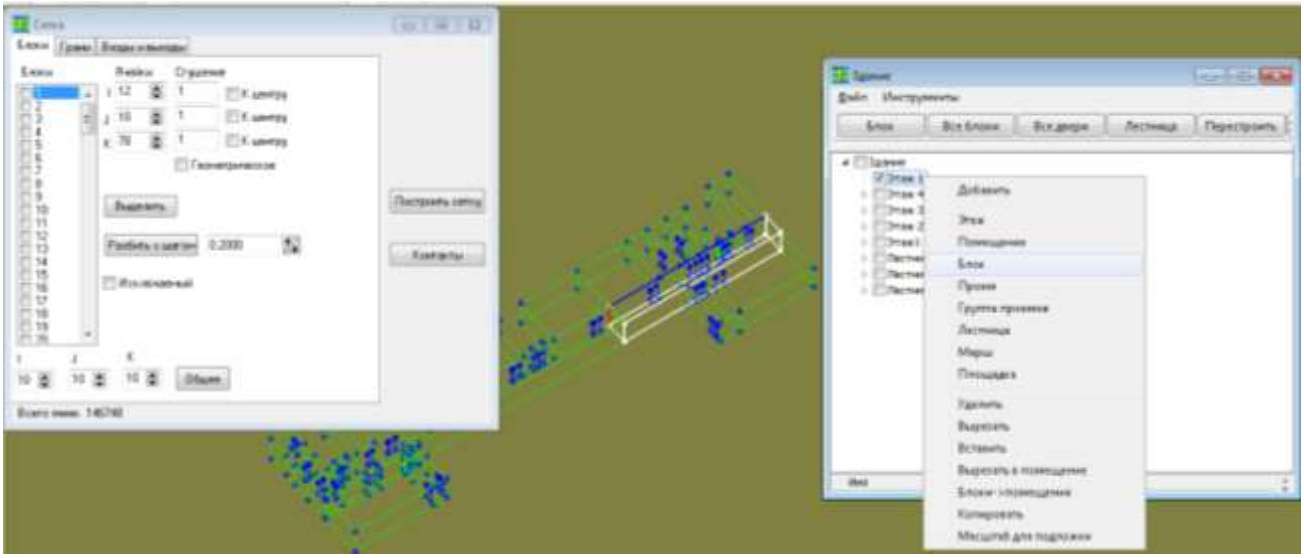
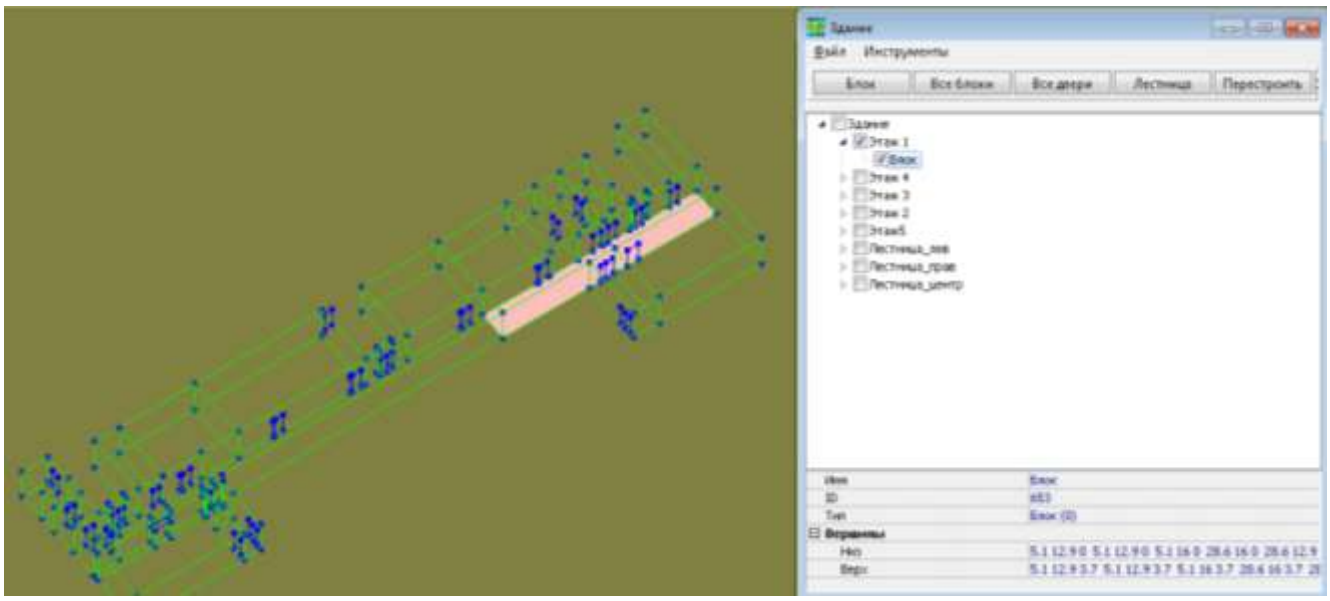

Рисунок 4.75 – Выделение блока в каркасе с использованием инструмента «Сетка» -> «Блоки» и добавление блока на этаж в окне «Здание»
Рисунок 4.76 – Отображение блока геометрии при добавлении на этаж геометрии здания в окне «Здание», инспектор свойств блока
(2) *одиночно*: выделяем необходимый блок в каркасе (например, многократным нажатием мыши при нажатой левой клавише в вершину блока, или через инструмент «Сетка» -> «Блоки», находим в списке нужный блок, он выделится в рабочем окне), добавляем блок на этаж (выделить нужный этаж в списке «Здание», нажать правую клавишу мыши, в открывшемся списке выбрать «Блок», Рисунок 4.75), выделить блок, появившийся на этаже, нажать кнопки «Блок» и «Перестроить», в результате на «Этаже1» появится блок, а в основном рабочем окне отобразится область, занимаемая им, Рисунок 4.76, характеристики появившихся блоков в инспекторе свойств определятся автоматически.
Инспектор свойств *блока* имеет поля (Рисунок 4.76):